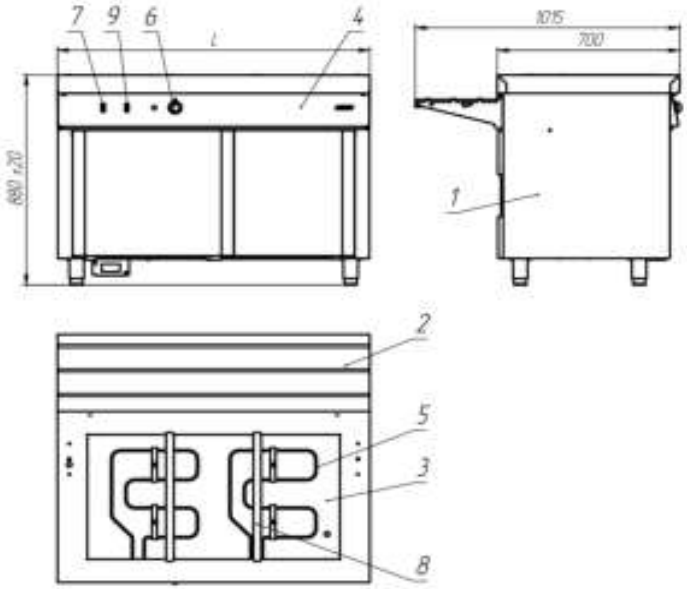
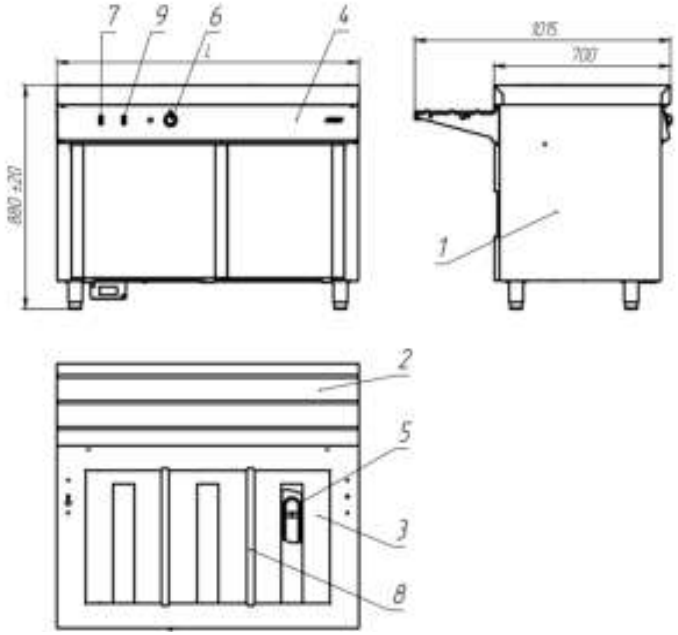

Рисунок1
Рисунок 2
1.3.2.1 Предприятие «АТЕСИ» выпускает мармиты вторых блюд «парового» и «сухого» обогрева. Изделия, см. рисунок1 и рисунок 2, представляют собой тумбу 1 с установленными на ней направляющей для подносов 2, ванной 3 со съёмными перегородками 8 для установки гастроёмкостей. По желанию заказчика модули могут комплектоваться стандартными гастроёмкостями GN 1/1, GN ½ глубиной до150мм. Нагрев ёмкостей в мармите «влажном»осуществляется с помощью горячего пара, вода в ванне нагревается ТЭНами 5 рисунок 1. Температура воды внутри ванны не превышает 100°С и пригорание продуктов исключено. Нагрев продуктов в «сухом» мармите осуществляется с помощью ТЭНов 5 рисунок 2, расположенных под каждой гастроемкостью. С помощью ручки терморегулятора 6 на панели управления 4 устанавливается необходимая температура в гастроемкостях в пределах до 80°С. Выключатель 7 включает подсветку полки. Выключатель 9 подключает изделие к электросети.